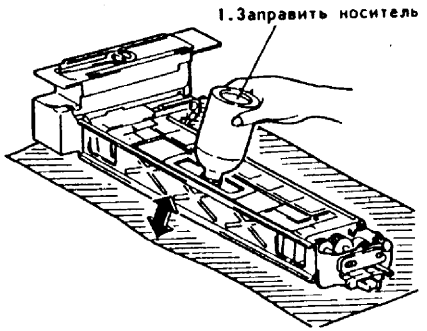

Рис.5. Заправка носителя
2. (Рис.5): Засыпать носитель. Проворачивать шестерню привода носителя для вращения магнитной щетки. Встряхивать главный узел носителя в обоих направлениях по стрелке для облегчения заправки носителя.